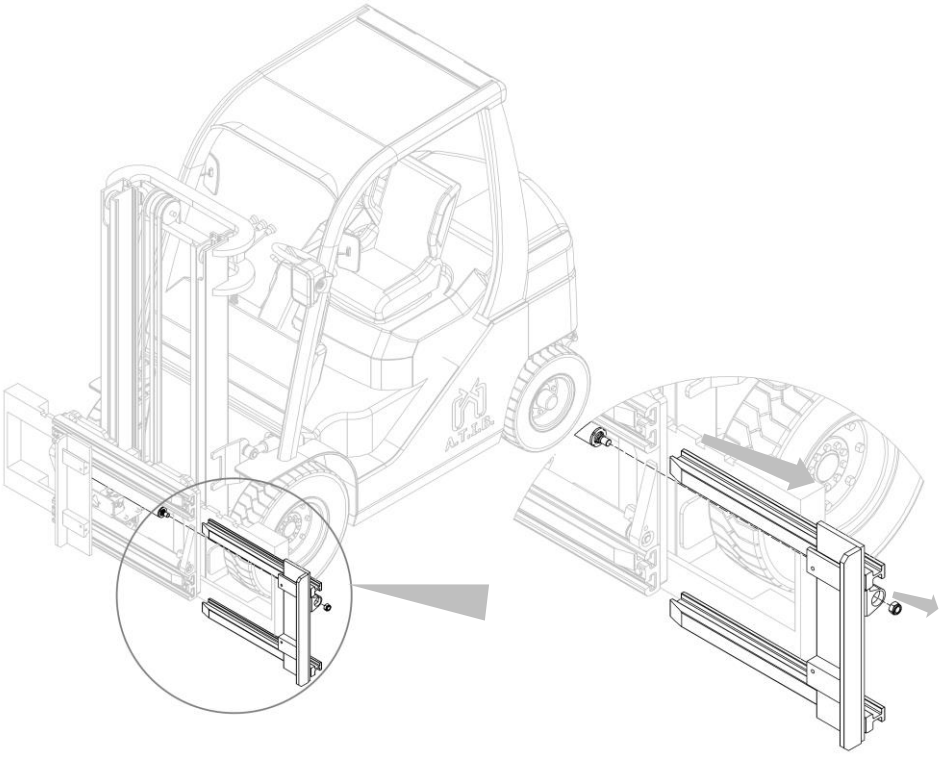

Figura 23
3. Retire los apoyos de las horquillas después de haber desatornillado las tuercas correspondientes que las fijen a los cilindros (mira *Figura 23*).